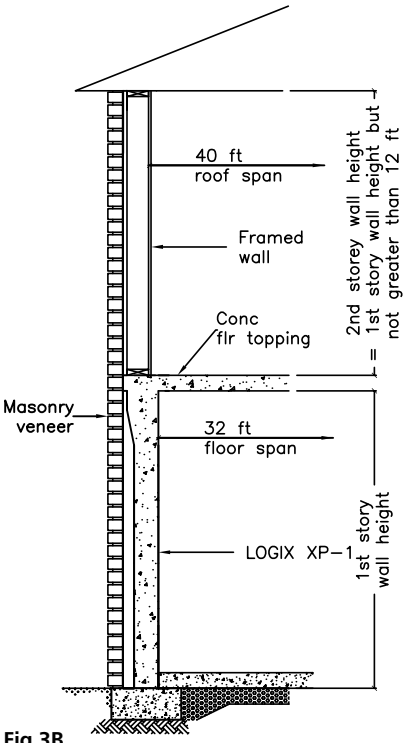

Fig 3B
- One storey Logix XP-1 supporting 2nd storey wood frame plus wood frame roof (Fig. 3B)